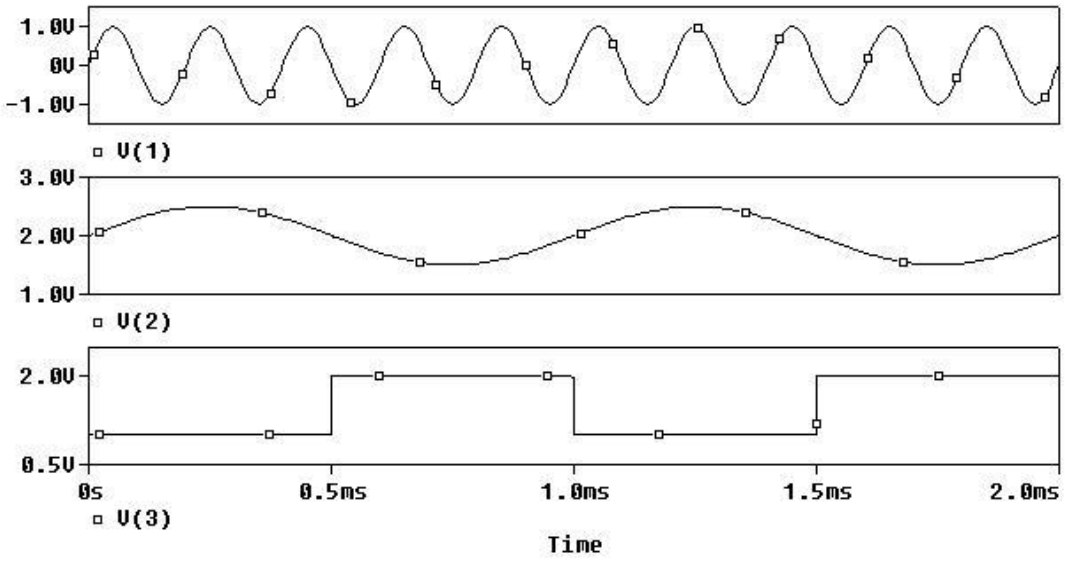

**Figura 2** – Formele de undă a tensiunilor surselor independente
– Sursele independente V1, V2, V3 furnizează formele de undă prezentate în Figura 2;